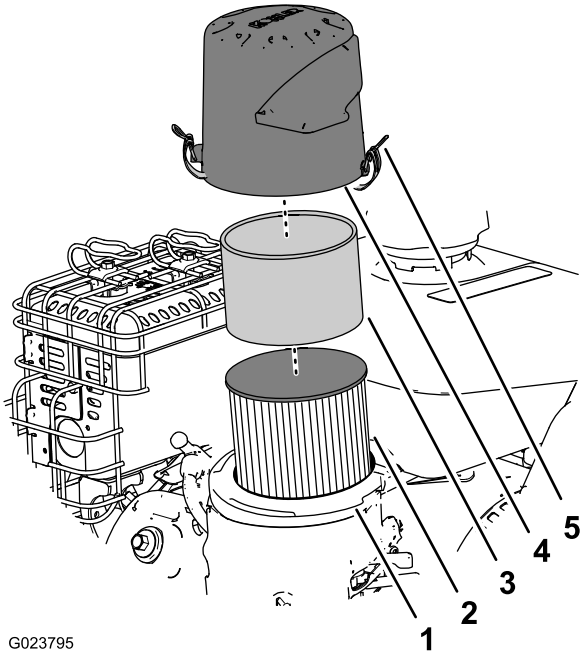

Figura 22
2. Togliete il coperchio e pulitelo accuratamente (Figura 22).
3. Togliete il prefiltro in schiuma sintetica, lavatelo con acqua e detersivo neutro, infine tamponatelo finché non è asciutto (Figura 22).
4. Togliete e controllate il filtro di carta dell'aria (Figura 22); gettatelo se è eccessivamente sporco.
6. Montate il prefiltro in schiuma sintetica sul filtro di carta dell'aria (Figura 22).
7. Montate il gruppo del filtro dell'aria sulla relativa base (Figura 22).